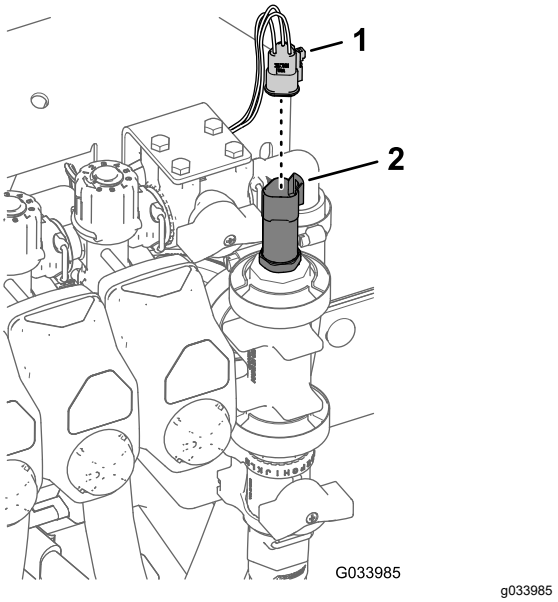

Rysunek 19
3. Zamocuj wspornik zaworu regulacyjnego do mocowania rozdzielacza (Rysunek 19) za pomocą 4 śrub z łbem kołnierzowym (6 x 16 mm) i 4 nakrętek zabezpieczających kołnierzowych (6 mm); dokręć śruby z momentem od 10 do 12 N·m.
5. Podłącz złącze 3-gniazdowe przetwornika ciśnienia (Rysunek 19).